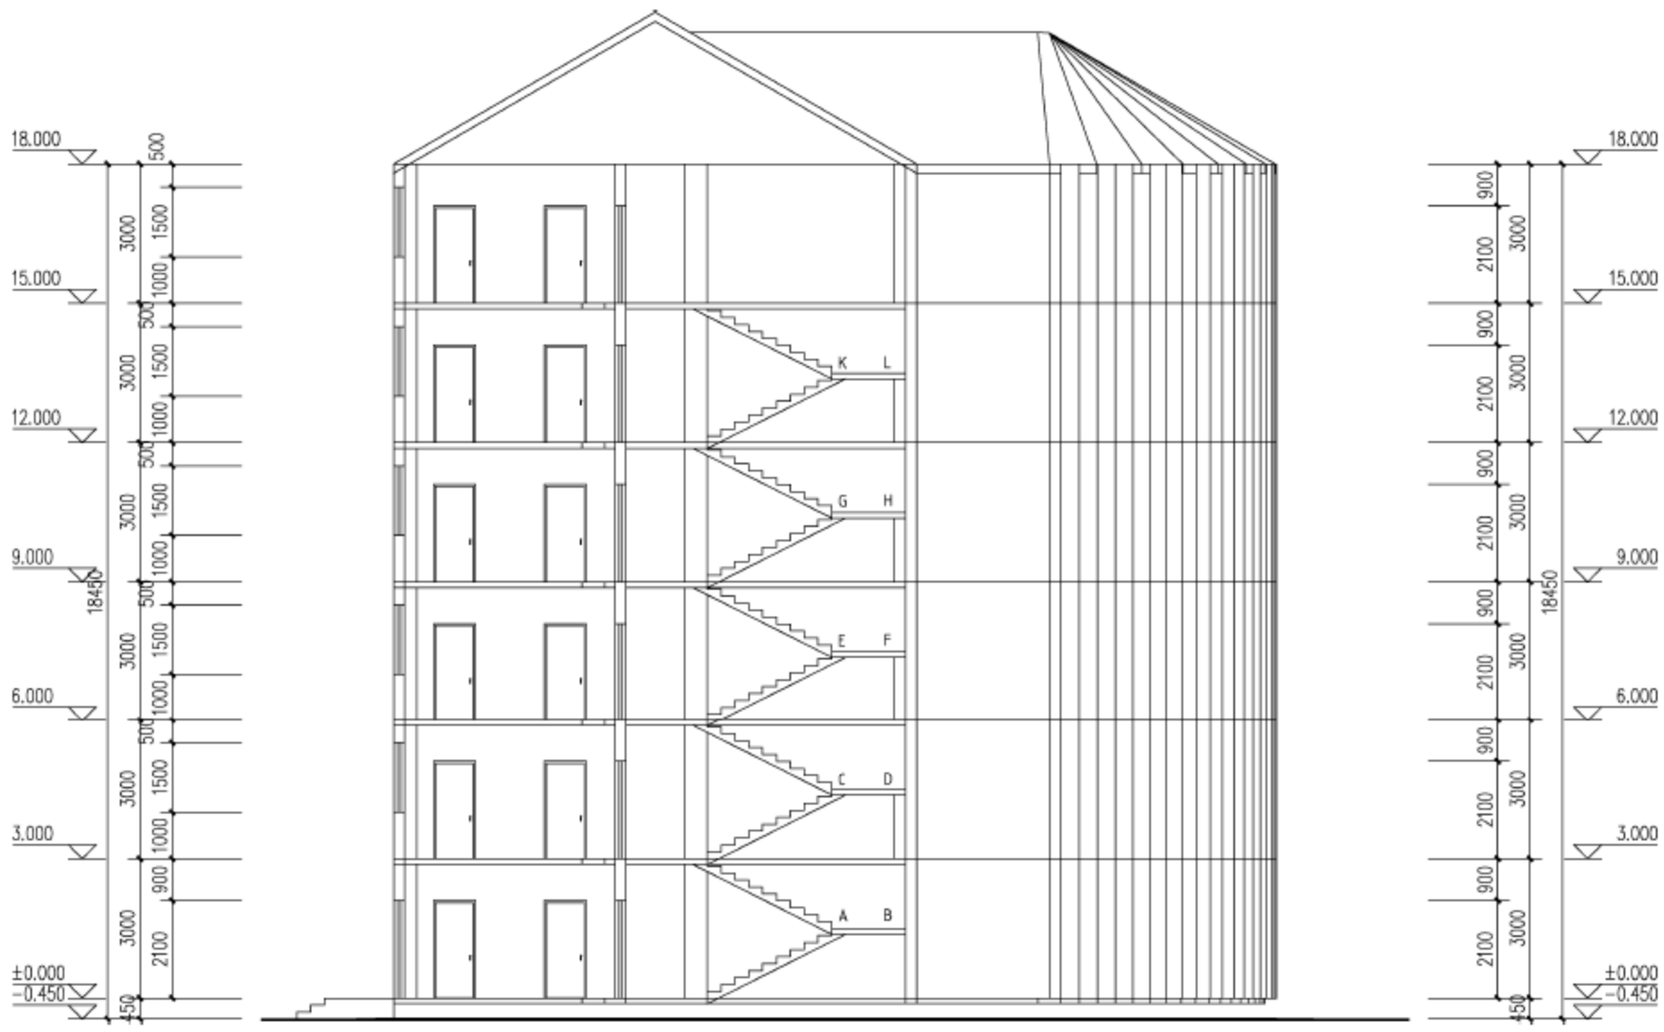

图 17-101　双线楼板剖面图
采用“双线楼板”命令可以绘制剖面双线楼板。双线楼板剖面图如图 17-101 所示。
（1）打开需要生成双线楼板的立面图，如图 17-101 所示，单击菜单中的“剖面”→“双线楼板”命令，命令行提示如下。
(3) 依此类推，完成其他几层楼梯平台的绘制，绘制结果如图 17-101 所示。